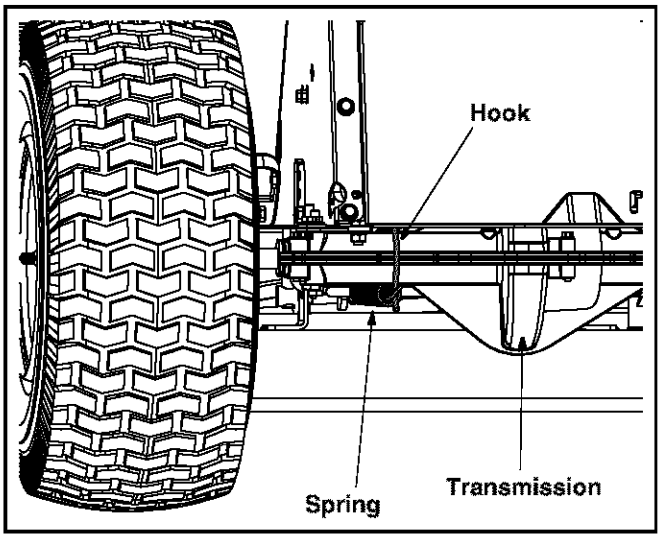

Figure 24
- Using a spring puller (*MTD* Part No. 732-0571)or other suitable tool, disconnect the spring which is attached to a small hook found on the left, rear portion of the transmission. See Figure 24.
- Using a spring puller (*MTD* Part No. 732-0571)or other suitable tool, disconnect the spring which is attached to a small hook found on the left, rear portion of the transmission. Refer to Figure 24.